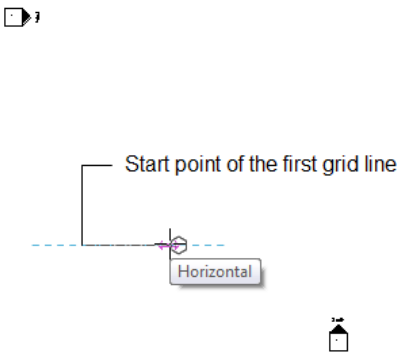

Figure 3-56 *The location for the start point of the first horizontal grid line*
3. Ensure that the **Line** tool is invoked from the list box in the **Draw** panel of this tab. Then, move the cursor toward the lower left corner of the drawing area (near the **South** elevation arrow) and click; a grid line emerges, as shown in Figure 3-56.